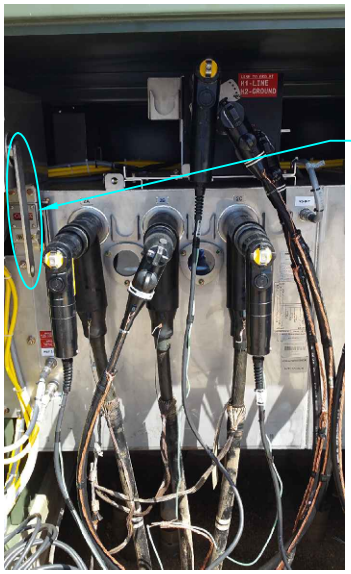

FIGURE 24
S. PRIOR TO ENERGIZING, CHECK TO MAKE SURE MOTOR OPERATOR ACTUATOR ARMS CAN FUNCTION UNOBSTRUCTED. P.T. ELBOWS SHALL BE PLACED ON THE CENTER PHASE POSITION OF THE SWITCH. FAULT INDICATORS SHALL BE POSITIONED AWAY FROM THE TRAVEL OF THE MOTOR OPERATOR ACTUATOR ARMS. SEE FIGURE 24 AND 25.